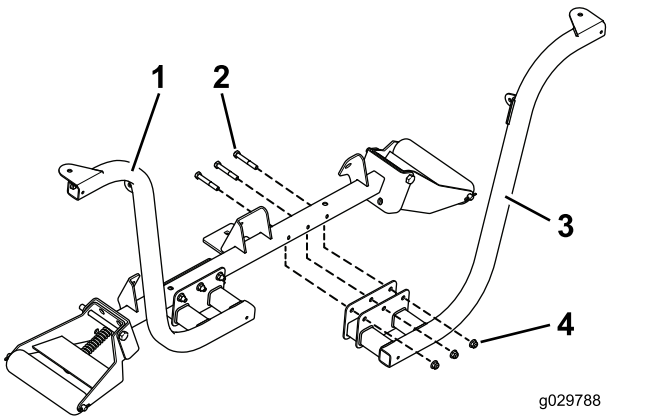

Figuur 6
1. Maak de linker en rechter koplampbeugel vast aan de voorkant van de rolsteunbeugel. Gebruik 6 bouten (⅜" x 2½") en 6 flensmoeren (⅜"), zoals wordt getoond in Figuur 6.